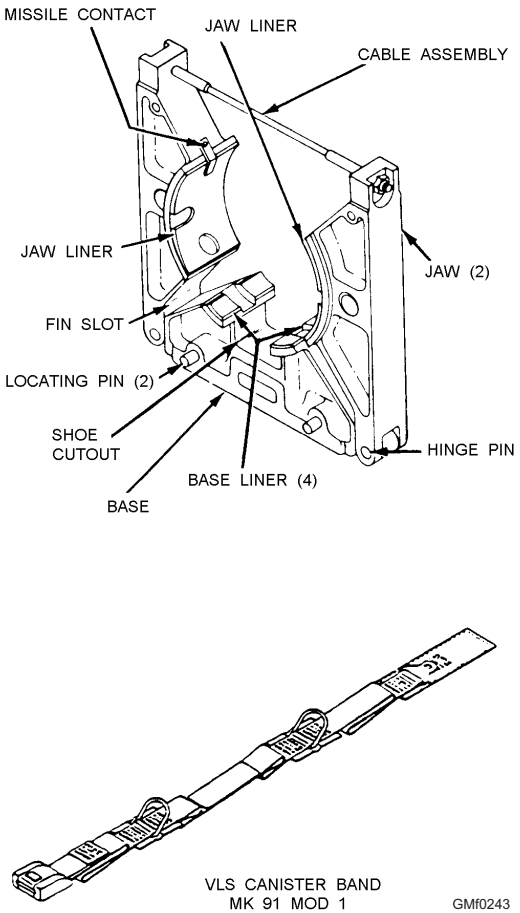

**Figure 2-43.—Mk 79 Mod 1 missile handling band and Mk 91 Mod 1 VLS canister handling band.**
**HANDLING BANDS**.—The Mk 79 Mod 1 missile handling band is used on all Standard missiles (fig. 2-43). The band has a base, two hinged jaws, and a locking cable. The center of the base (the lower jaw) has a cutout area. This cutout accepts the lower forward and aft launching shoes of the Standard missiles.
The VLS canister band Mk 91 Mod 1 (see fig. 2-43) is normally kept onboard destroyer tenders (AD), submarine tenders (AS), and VLS canister supply barge. It is used to steady the canister during strikedown when strikedown is done with the AD/AS or supply barge shipboard crane.